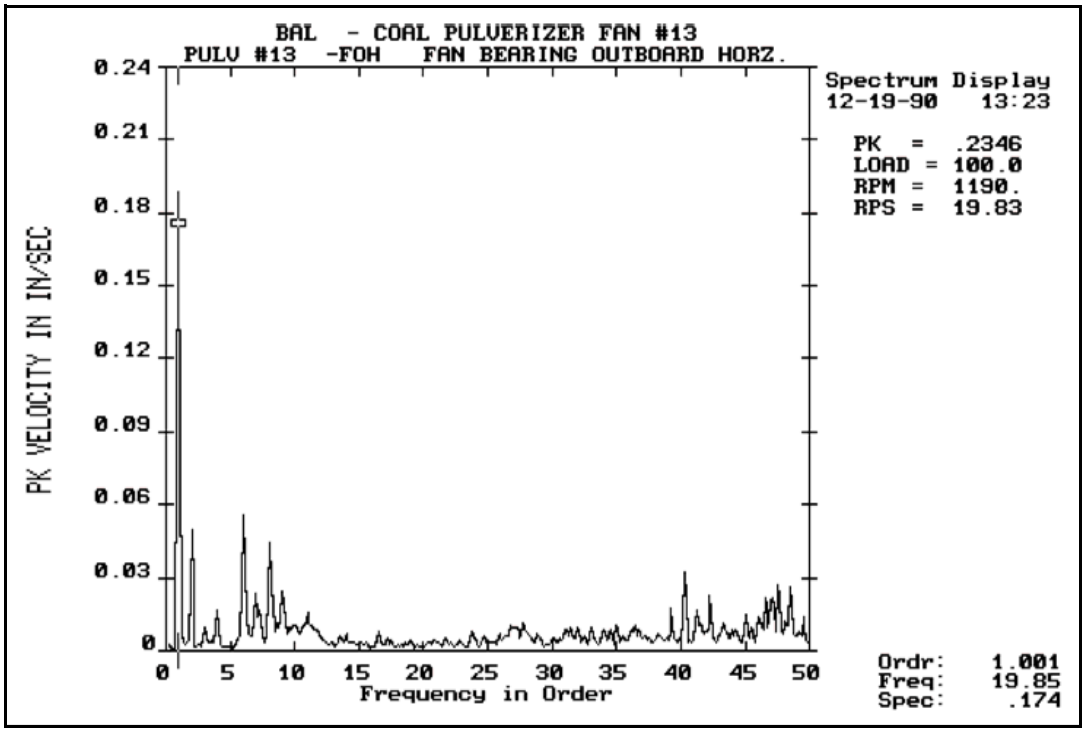

Figure 16
A single-spectrum view of FOH appears in Figure 16. The peak at 1xTS, while still dominant, has decreased from over 0.8 IPS to less than 0.2 IPS. Note the hump of energy now visible between 5xTS and 10xTS.
7) Relatively Low Axial energy (Figure 16)